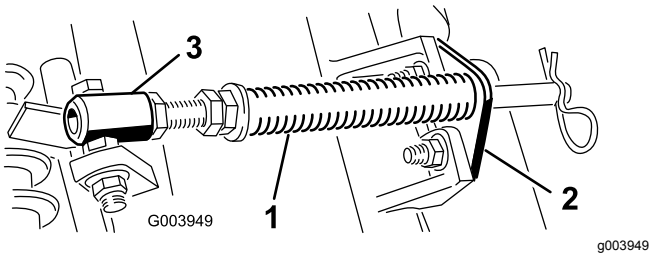

Figuur 5
A. Verwijder de 2 slotbouten en moeren waarmee de stangbeugel aan de lipjes van het maaidek is bevestigd (Figuur 5).
B. Verwijder de flensmoer waarmee de bout van de veerbuis bevestigd is aan het lipje van het draagframe (Figuur 5). Verwijder het geheel.